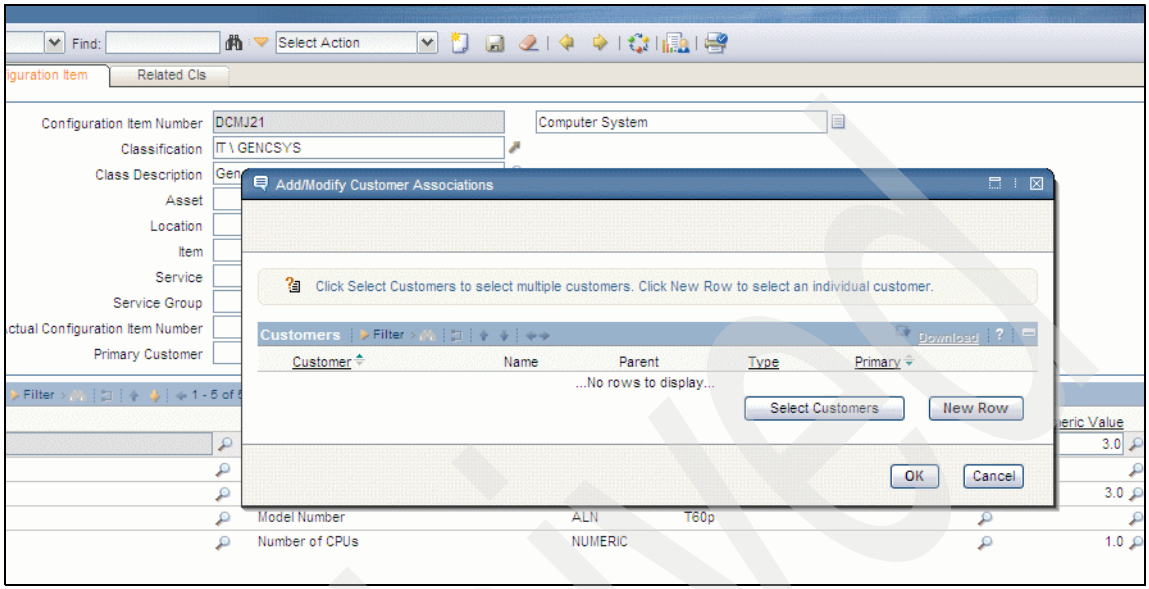

Figure 3-31 Configuration Item tab
2. Click **Show Manage/Customers** under the primary customer field, as shown in Figure 3-31.